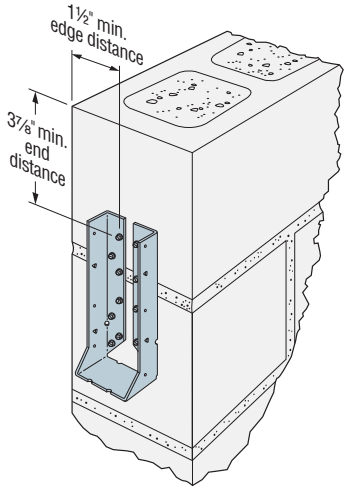

Figure 1 — HUC410 Installed on Masonry Block End Wall
- A minimum edge distance of 1½" and minimum end distance of 3⅞" is required as shown in Figure 1 for full uplift load.